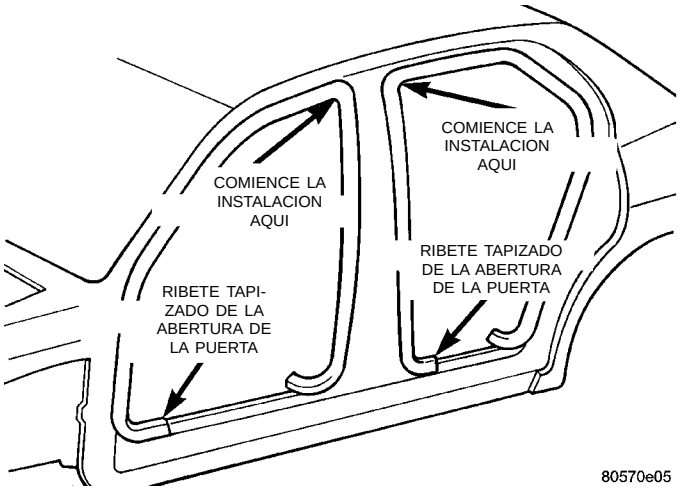

Fig. 55 Ribete tapizado de la abertura de la puerta
(1) Abra la puerta para poder acceder al ribete tapizado.
(2) Retire el panel tapizado del umbral de la puerta.
(3) Extraiga el ribete tapizado del reborde de la abertura de la puerta (Fig. 55).